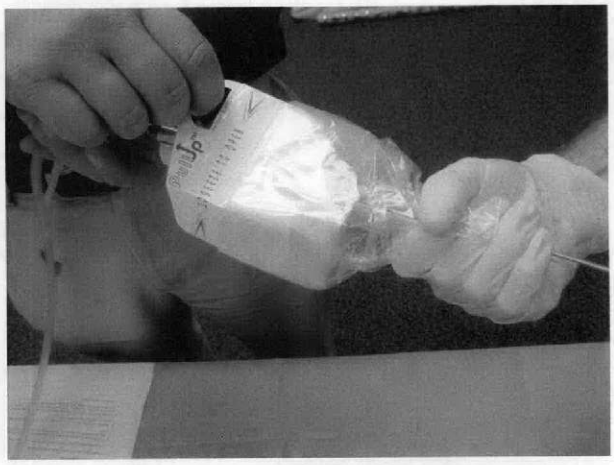

Figure 8 Draping of Handpiece
3. While the sterile person holds the morcellator and sterile drape, the non-sterile person pulls the drape down over the handpiece as shown in Figure 8.